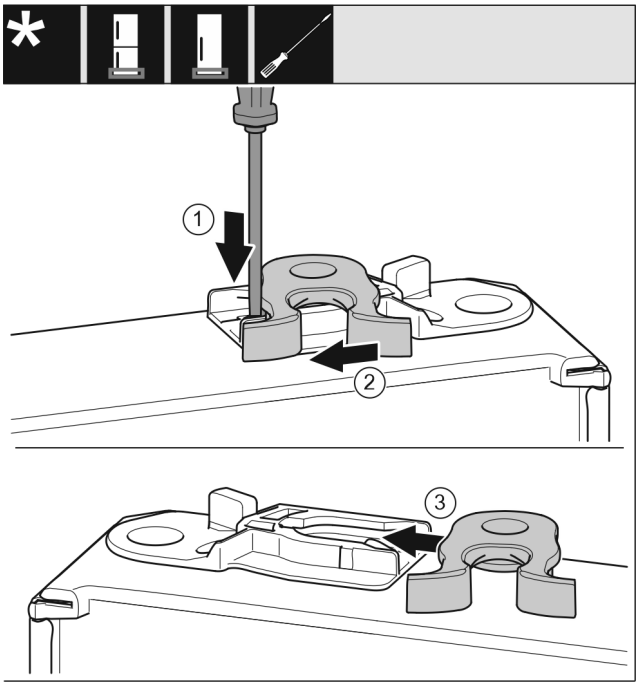

Fig. 19
- ▶ Strip *Fig. 19 (1)* met een platte schroevendraaier omlaag drukken.
- ▶ Sluithaak *Fig. 19 (2)* uit de geleiding trekken.
- ▶ Sluithaak *Fig. 19 (3)* aan andere zijde in geleiding schuiven.